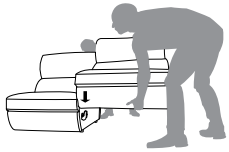
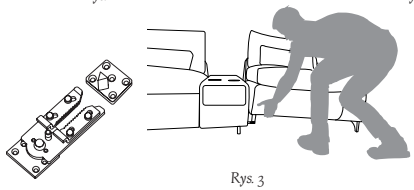

Rys. 2
Rys. 3
- Montażu elementów modułowych przy pomocy łączników powinny dokonywać co najmniej dwie osoby. Należy wcześniej przygotować element z łącznikami poprzez ich ustawienie do zewnątrz mebla (rys. 1), a drugą bryłę meblową dostawić wsuwając jej elementy metalowe w łączniki (rys. 2). Demontaż odbywa się przez lekkie uniesienie jednego z elementów wieńczących, co spowoduje rozczepienie okuć (rys. 3).